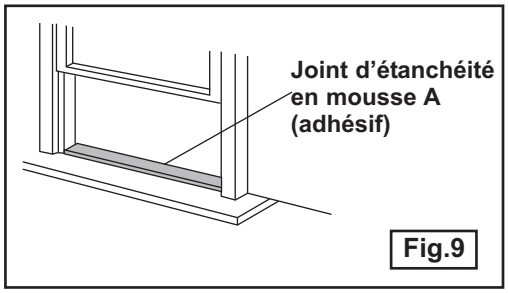

Fig.9
1. Mesurer le joint adhésif en mousse à la longueur du rebord de la fenêtre. Coupez le joint d'étanchéité en mousse (adhésif) à la longueur appropriée et fixez-le au rebord de la fenêtre. Fig. 9.